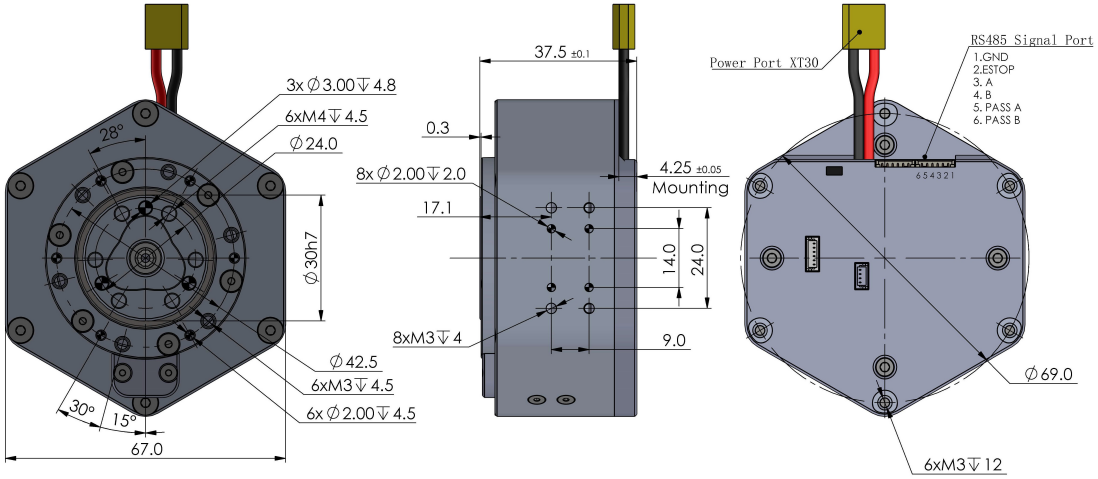

图 2: Koala BEAR Muscle Build V1 Specs
- 机械属性　KBMB01 的整体尺寸和外部安装孔尺寸与位置已在图2中详细标注。输出轴端面设有 3 个 3mm 直径销钉孔和 6 个 M4 螺纹孔用于定位和连接负载；正面设有 6 个 2mm 直径销钉孔和 6 个 M3 螺纹孔以及两个侧面对称地设有 4 个 2mm 销钉孔和 4 个 M3 螺纹孔用于定位和固定，此外，背面还设有关于输出轴中心对称的六个 M3 螺纹孔可用于固定或安装附加轴承。KBMB01 的机械性能详见表1。